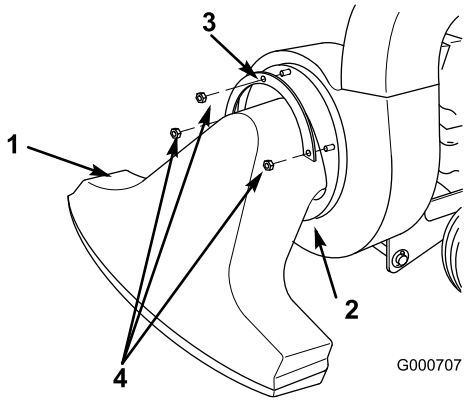

Figur 10
1. Montera munstycksflänsens nedre kant i monteringsfästet (Figur 10).
2. Placera fästflänsen över de tre bultändarna som sticker ut ur munstycket (Figur 10).
3. Säkra munstycket och flänsen vid blåsaren med tre brickor och låsmuttrar (Figur 10).